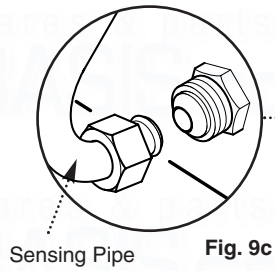

Fig. 9c
2. Manouevre the pipe so that the flared end aligns with the adaptor. Engage the nut on the adaptor and tighten finger tight. Tighten the 'P' clip retaining screw and tighten the nut onto the adaptor using a suitable spanner (Fig. 9c & 9d).